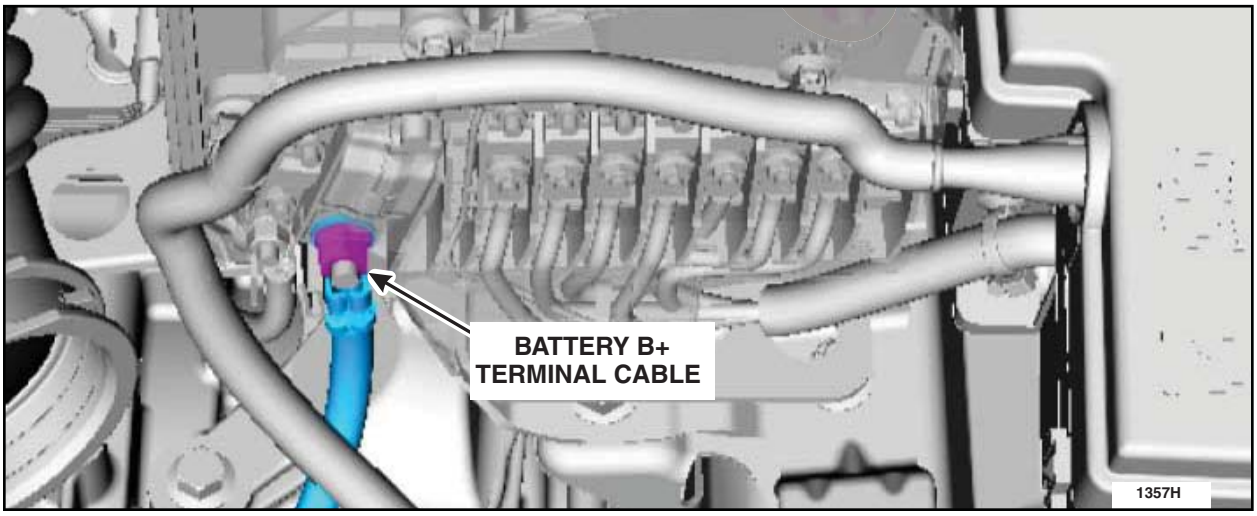

FIGURE D6
9. Remove the nut and disconnect the battery B+ terminal cable. See Figure D6.